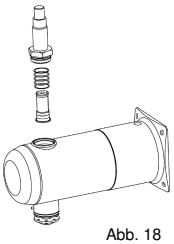

Abb. 18
- (Sofern vorhanden) Setzen Sie die Feder und den Magnetkern in die Obere Abschlußeinheit und schrauben Sie sie mit dem Schraubenschlüssel auf das Ausgangsstück (Abb. 18).